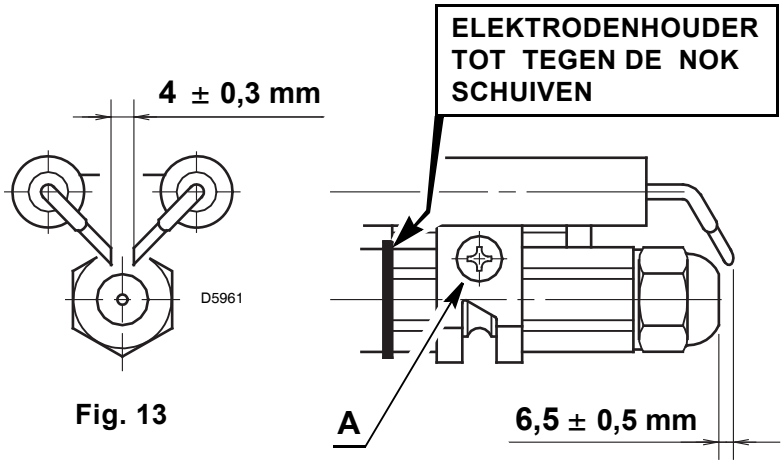

Fig. 13
Vooraleer de verstuiver te monteren of te demonteren, schroef (**A**, fig. 13) losdraaien en de elektroden naar voor schuiven.
1) JUISTE STAND VAN DE ELEKTRODEN, (zie fig. 13, blz. 6).
- Vervang de verstuiver, en controleer of de elektroden goed geplaatst zijn (fig. 13, blz. 6).